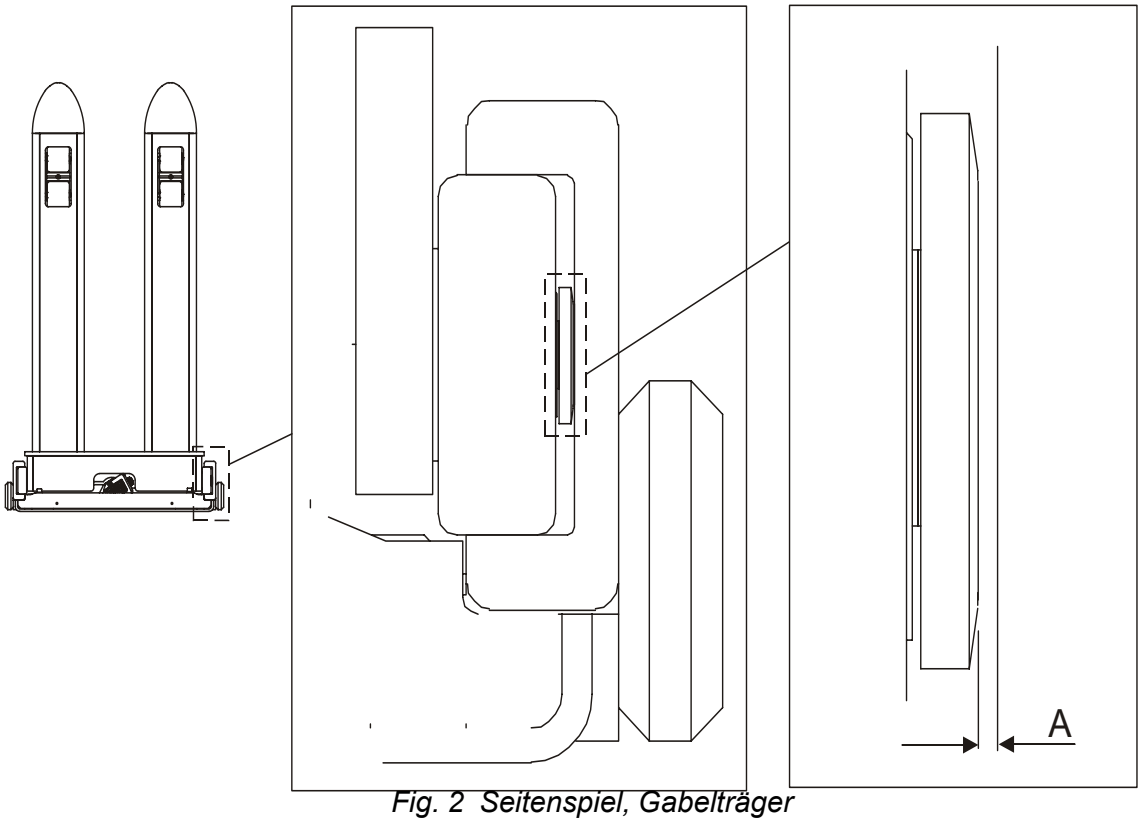

Fig. 2 Seitenspiel, Gabelträger
Ein maximales Spiel von 2mm Fig. 2 (A) ist zulässig.